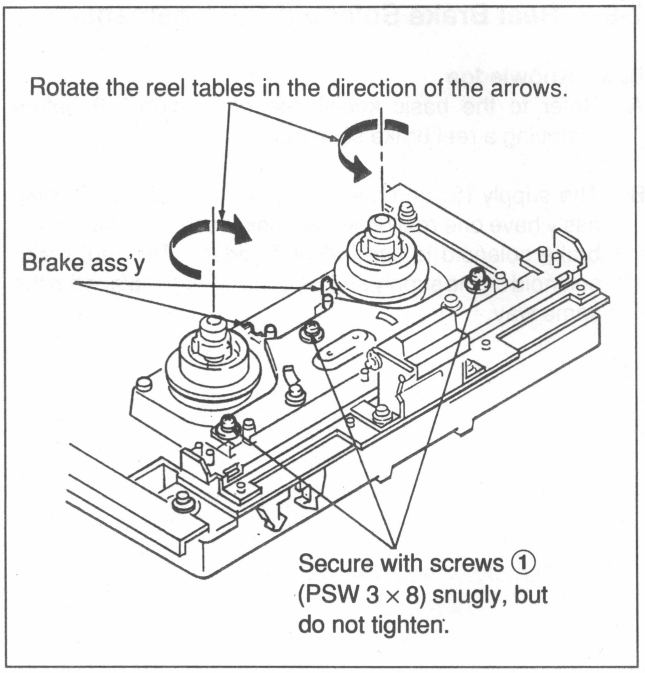

Fig. 7-9-9 Reel Brake Position Adjustment
9. Reel Brake Position Adjustment (Refer to Fig. 7-9-9.)